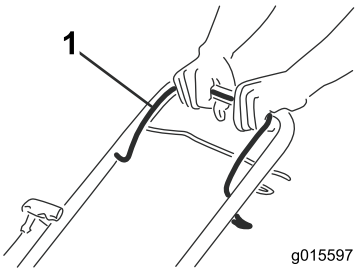

Figur 14
1. Håll knivstyrstången (Figur 14) mot handtaget.